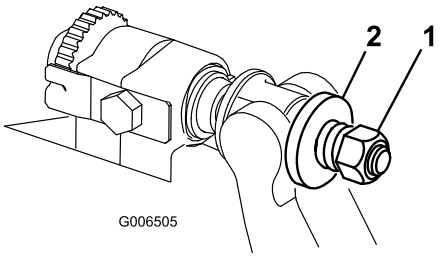

Figur 23
6. Stram fjederspændingsmøtrikken, indtil fjederen er trykket sammen, og derefter ud igen med en halv omgang (Figur 23).